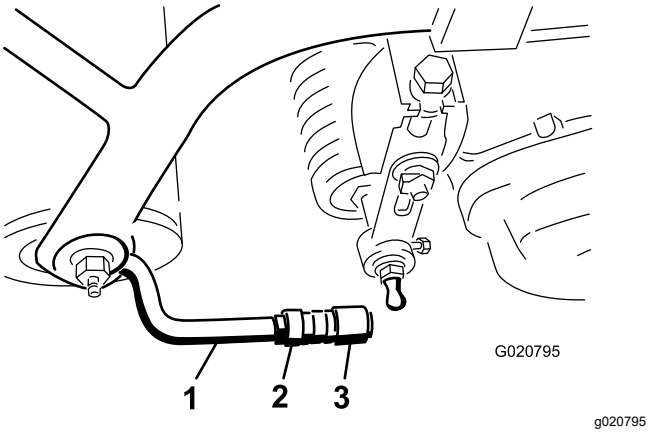

Figura 8
5. Alinee las rótulas de las juntas de manera que la cara abierta de la rótula esté centrada respecto a la bola del espárrago, y apriete las contratuercas para fijar la posición de las rótulas (Figura 8).